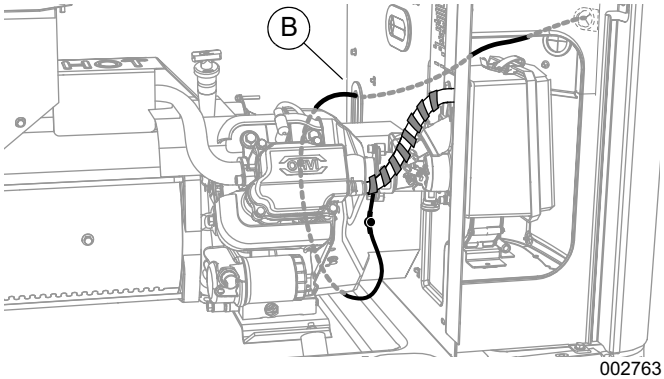

Figure 4. Acheminement des câbles du réchauffeur (série 400)
2. Voir ***Figure 4***. Acheminez les câbles conducteurs en dessous et derrière le moteur, tel qu'illustré.